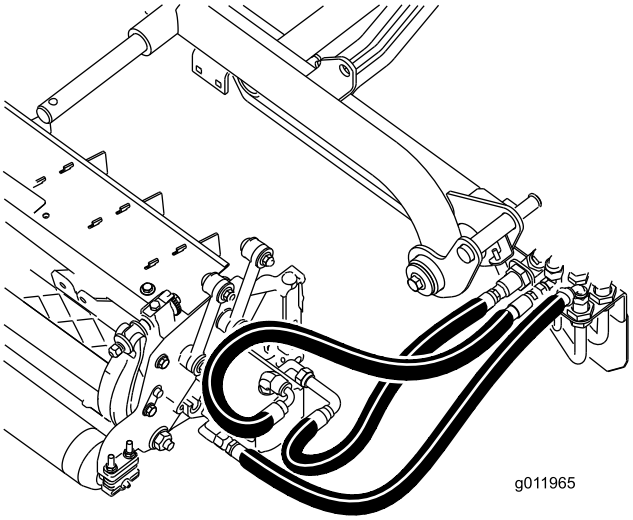

**Figur 21**
**Vigtigt:** **Sørg for, at slangerne ikke er snoede og har skarpe buk, samt at slangerne til den bageste klippeenhed er ført som vist i (Figur 21). Hæv klippeenhederne, og forskyd dem mod venstre (model 03170). Slangerne til den bageste klippeenhed må ikke berøre traktionskablets beslag. Genanbring om nødvendigt fittingerne og/eller slangerne.**